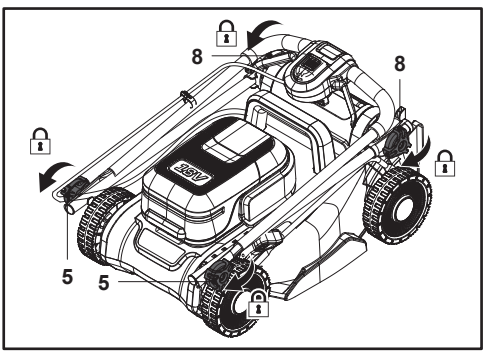

Rys. 25
9. Jeśli kosiarka ma być przechowywana w pionie, to aby zaoszczędzić miejsce, można także złożyć górny uchwyt i zabezpieczyć połączenia, obracając cztery pokrętła blokujące (5, 8) w celu uniknięcia rozdzielenia się elementów (rys. 25).